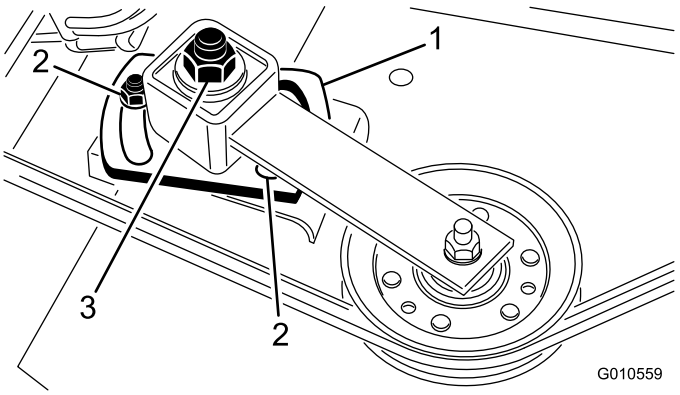

Figur 4
2. Løsne de to mutterne som fester lederullplaten, slik at lederullen får lavere spenning på remmen (Figur 4).
3. Fjern remmen fra den høyre spindelskiven (Figur 4).